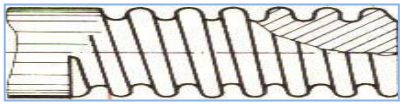

Figura 2
1.Priviți profilul filetului din imagine (*Figura 2*).
a. Identificați/selectați o piesă filetată/șurub de pe bancul de lucru, cu profil identic cu cel din *Figura 2*. Răspuns așteptat: Filet rotund